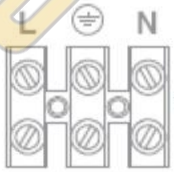

рис. 5.23
Для подключения комнатного термостата служат клеммы комнатного термостата котла (рис. 5.23).
• Снимите два винта (L), указанные на рис. 5.23 и откройте крышку (M) клеммной панели.